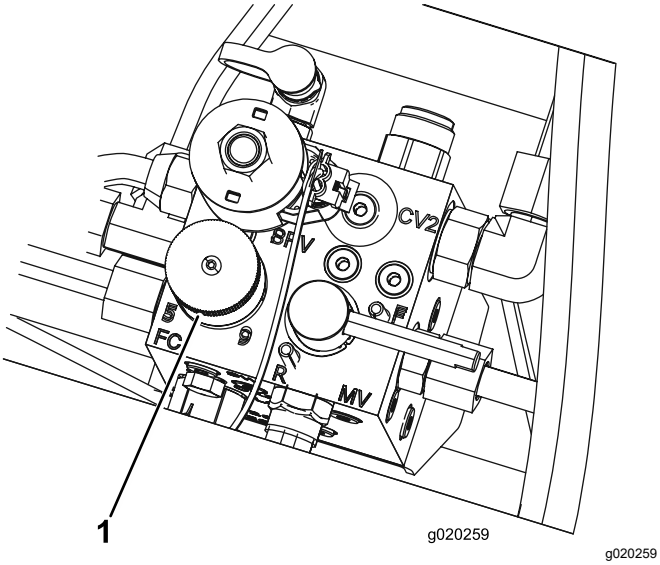

Figur 32
4. Knivcylinderens hastighed indstilles ved at dreje på knappen (Figur 32), indtil indikatorpilen står ud for det tal, der angiver den ønskede indstilling.